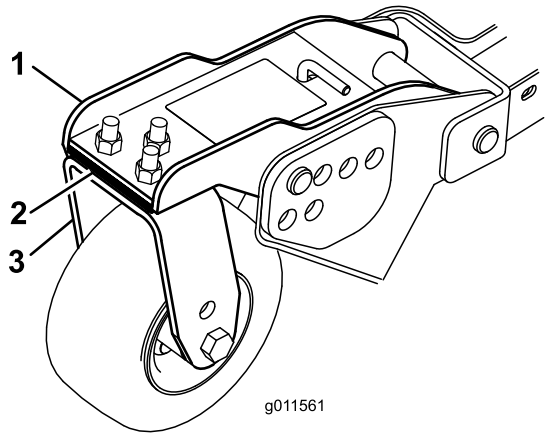

Figura 80
1. Retire los tornillos de caperuza y las tuercas que fijan el brazo de las ruedas giratorias a la horquilla de la rueda (Figura 80).